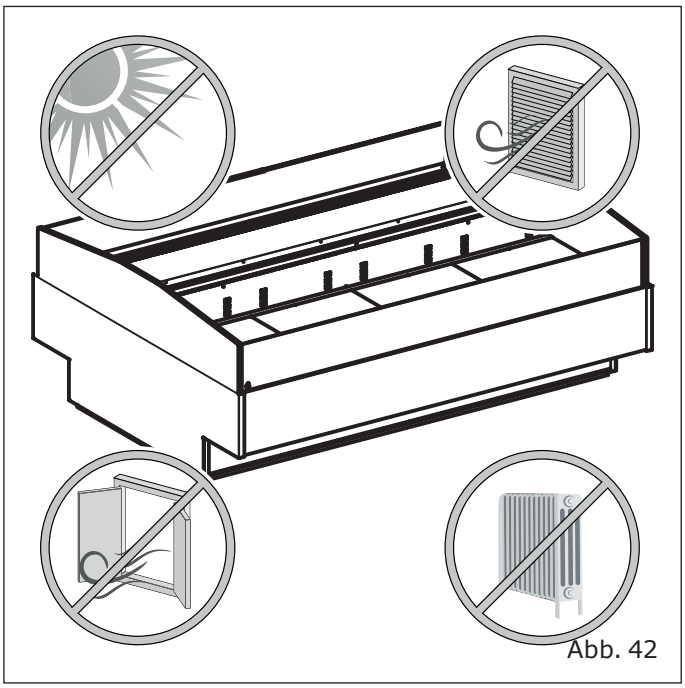

Abb. 42
- Es dürfen sich keine Wärmequellen, direkte Sonneneinstrahlung, Türen, Fenster, Ventilatoren oder Lüftungsöffnungen in der Nähe befinden ("Abb. 42").